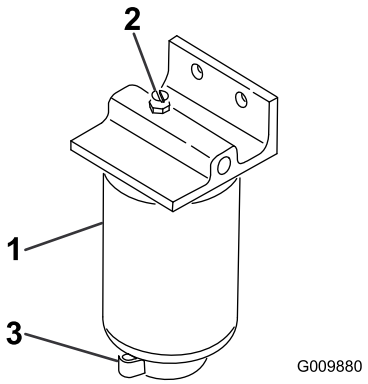

**Figur 49**
2. Lossa avtappningsventilen i botten på filterskålen (Figur 49).
1. Rengör området där filterskålen ska monteras (Figur 49).